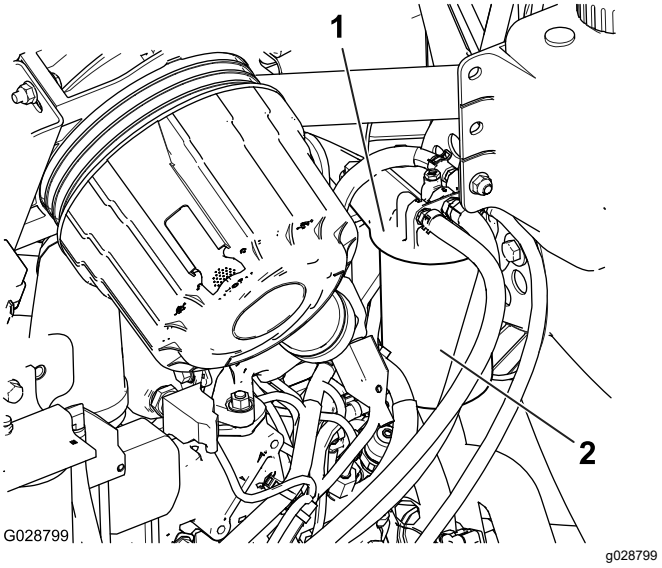

Figur 90
1. Rengjør området rundt motordrivstoff-filteret (Figur 90).
2. Fjern filteret og rengjør hodemonteringsoverflaten (Figur 90).